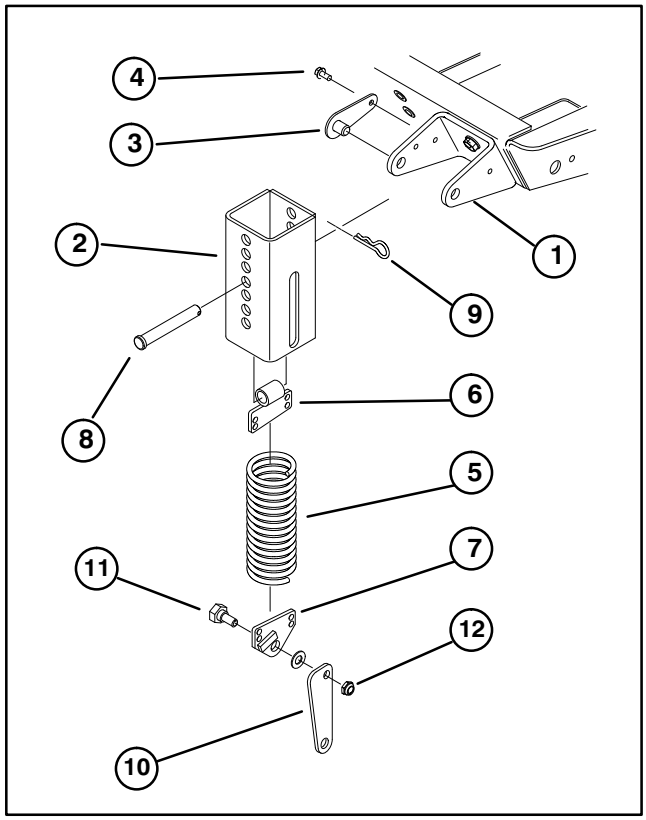

Figure 11
4. Thread the top extension spring coil into the top spring end holes and the bottom extension spring coil into the bottom spring end holes (Fig. 11).
5. Mount knee link to lower spring end with wide part of knee link pointing forward and spring end stop pointing forward. Secure knee link to outer side of spring end with a shoulder bolt and locknut (Fig. 11, 12).
7. Align slotted holes in the spring cover (slot toward the bottom) with the mounting bracket holes. Insert lock pin assemblies into the bracket holes and secure each to the bracket with self−tapping screws (Fig. 11). Torque the screws to 20 ft−lb.
8. From the bottom, insert the spring and top spring end into the spring cover. Select a hole that matches the cutter deck height–of–cut setting; i.e., top cover hole matches the highest height setting, bottom cover hole the lowest, etc. Align the top spring end hole with the selected spring cover holes and insert the clevis pin to secure the spring inside the cover (Fig. 11). Secure clevis pin with a hair pin cotter.